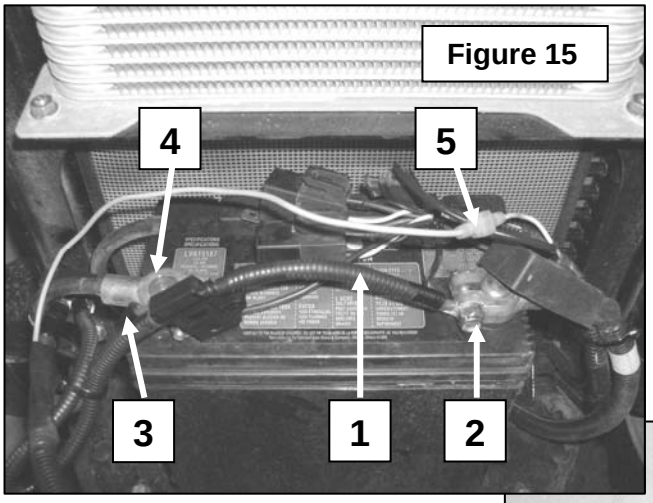

Figure 15
Installation of the Electrical Wiring – OPEN STATION TRACTOR *(Figures 15 to 32)*
1. **Figure 15:** Connect the red wire terminal of the 58" wiring harness (item 1) (with fuse holder) to the positive terminal of the battery and the black wire terminal (item 3) to the negative terminal of the battery (item 4). Connect the terminal on the orange wire (item 5) to the hydraulic pump harness flat terminal installed on the tractor. Attach the harness to the tractor wiring near the relay with a tie wrap (not illustrated).